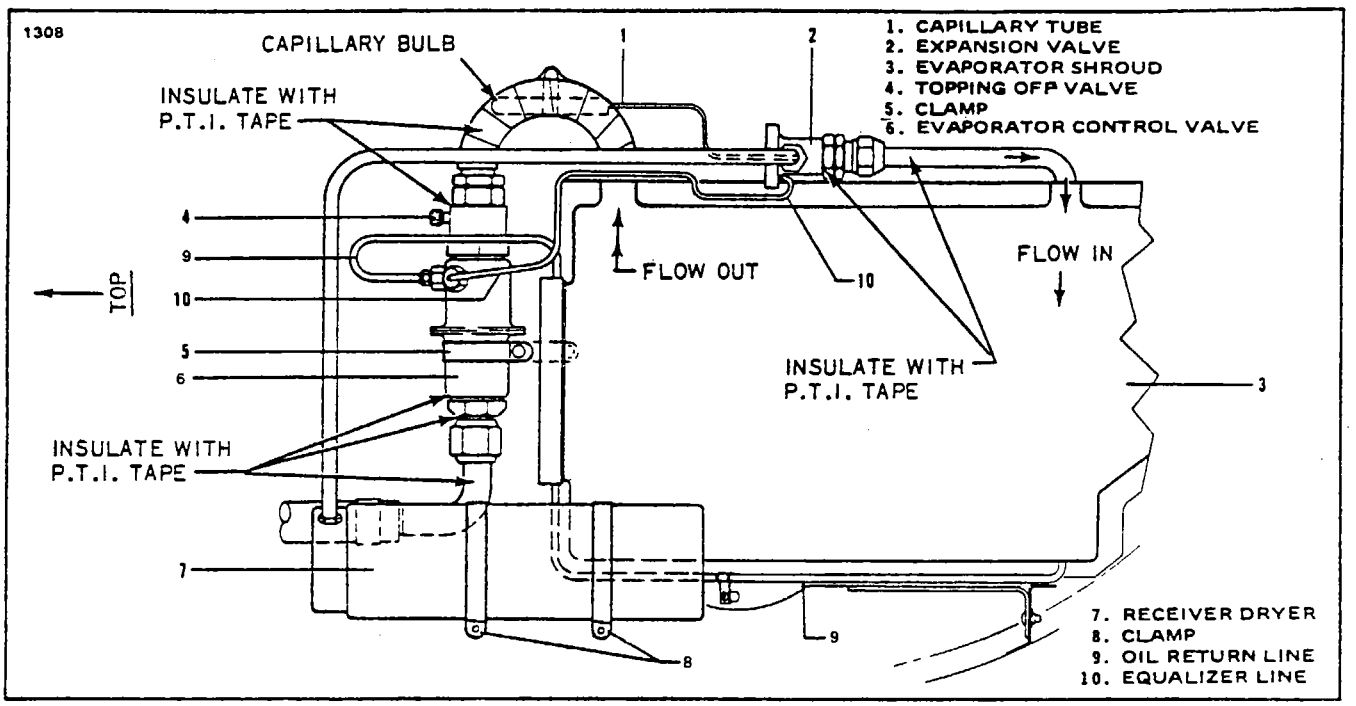

Figure 13-49. Component Installation
a. Install the expansion valve to the evaporator and secure the capillary tube to the evaporator outlet line and apply Presstite insulating tape. (Refer to Figure 13-49.)
a. Install the evaporator control valve into the airplane as shown in Figure 13-49 and secure it to the evaporator with the existing clamp and connect the freon lines to the valve.
b. Apply the Presstite insulating tape around the valve and related lines as shown in Figure 13-49
b. Install the expansion valve and evaporator control valve to the evaporator shroud as shown in Figure 13-49.